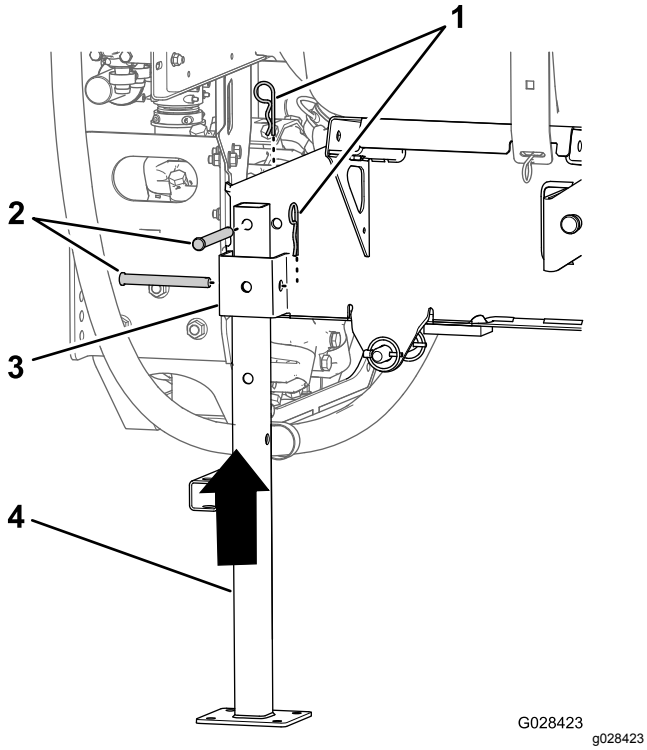

Figur 134
5. Ret den bageste donkraft ind efter den bageste donkrafts modtager (Figur 134).
6. Ret hullet øverst på donkraften ind efter hullet i tankplatformens stel (Figur 134).
7. Fastgør donkraften til modtageren og stellet med 2 gaffelbolte (½" x 4½") og 2 låseclipse (5/32" x 2⅝") som vist i Figur 134.